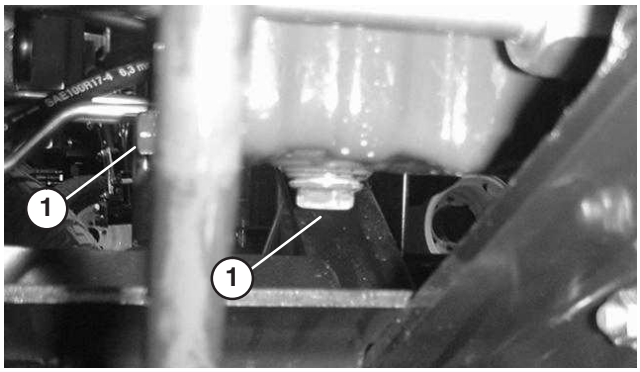

Bild 47
1. Entfernen Sie die Ablassschraube (Bild 47) und lassen Sie das Öl in die Auffangwanne ab. Schrauben Sie die Ablassschraube wieder ein, nachdem das Öl abgelaufen ist.